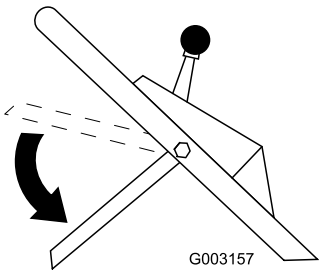

Figur 17
8. För knivstyrstången till det lägsta läget (Figur 17).